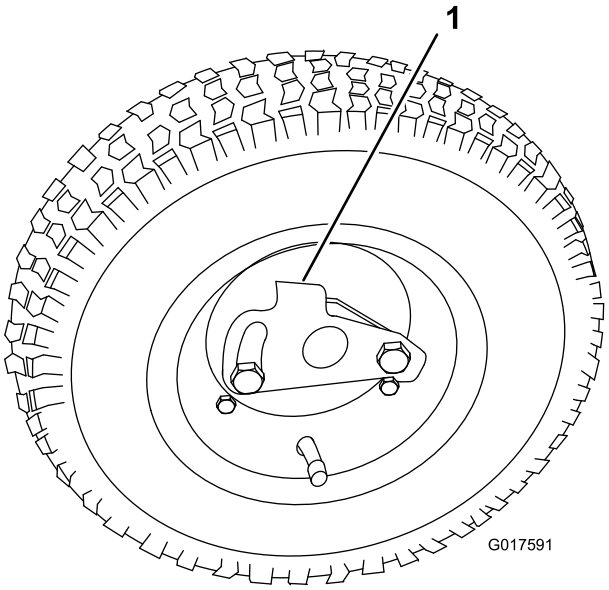

Figur 8
1. Skub hjulet over på akslen (Figur 8).
2. Drej hjulets låseclips væk fra hjulets midte, så det kan glide længere ind på akslen (Figur 8).